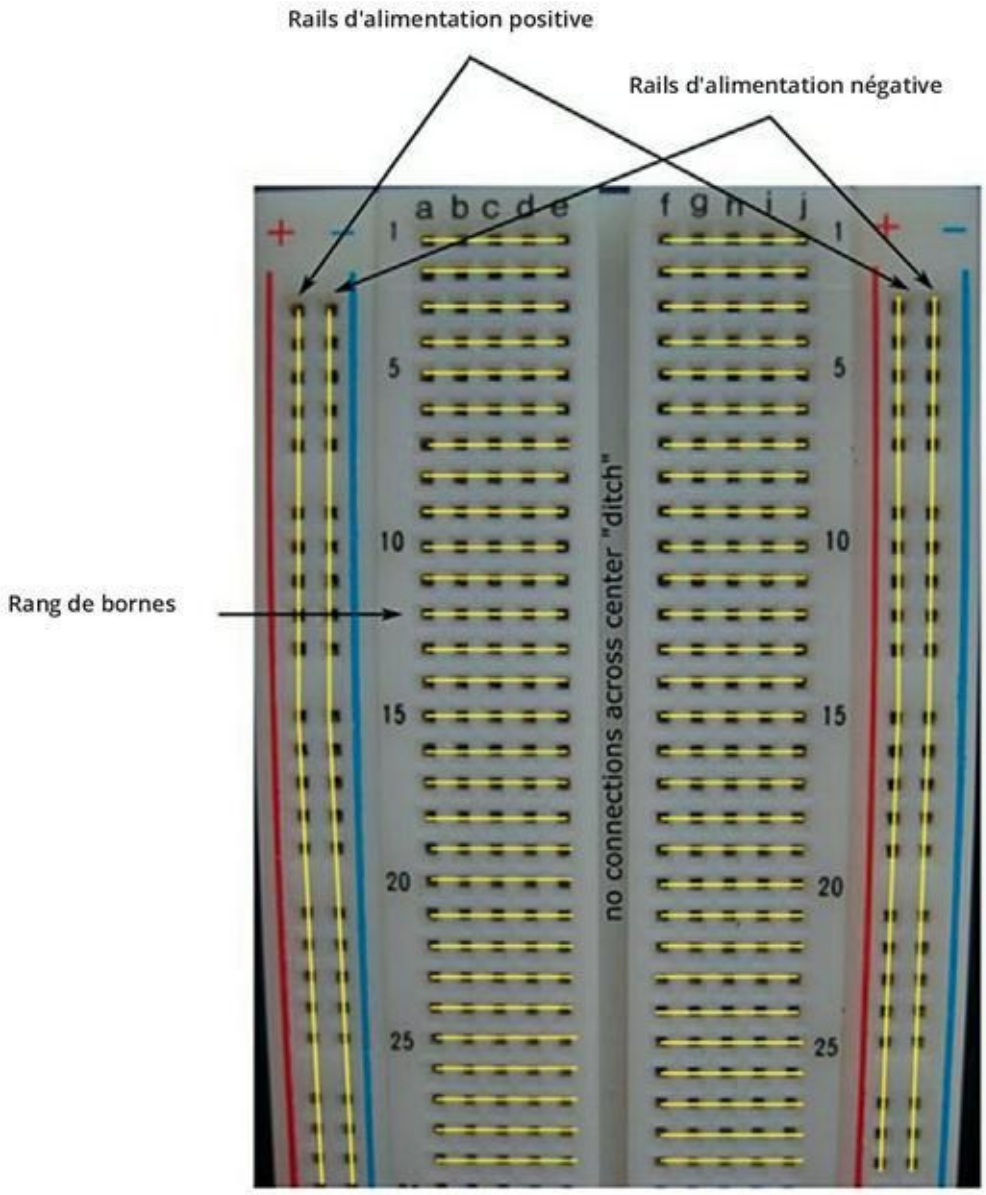

FIGURE 15-2 Une plaque d'essais sans soudure est constituée de rangées de trous de contact reliés électriquement par petits groupes sous sa surface.
La photo de la Figure 15-2 représente un modèle simple de plaque sans soudure, sur laquelle des lignes jaunes ont été ajoutées pour vous permettre de visualiser les connexions entre les trous de contact. La plupart des plaques d'essais présentent trois caractéristiques notables :
- **Des rangs de bornes :** Dans les deux parties centrales de la plaque, les trous sont reliés horizontalement par blocs de cinq, appelés borniers ou *rangs de bornes*, comme l'indiquent les lignes jaunes sur la Figure 15-2. Dans la rangée n° 1, par exemple, les trous des colonnes a, b, c, d et e, sont reliés ensemble, de même que les trous des colonnes f, g, h, i et j. Il n'y a pas de connexions verticales dans ces deux parties centrales. Ainsi, par exemple, le trou 1a n'est pas relié électriquement au trou 2a.
- **Un espace central :** Aucune connexion ne traverse l'espace qui est au centre pour relier les rangées E et F. De nombreux circuits intégrés (CI) sont au format DIP (*dual inline package*). Lorsqu'un boîtier DIP est enfiché à cheval sur cet espace, ses broches sont instantanément reliées à deux séries de connexions indépendantes.
En observant simplement la plaque d'essais, il n'est pas possible de savoir combien de trous sont reliés entre eux dans chaque rail d'alimentation. Sur certains modèles comme celui de la Figure 15-2, tous les contacts de chaque rail d'alimentation sont reliés électriquement, mais sur d'autres modèles, la connexion s'arrête à mi-chemin de chaque colonne. Si c'est le cas, vous pouvez brancher un fil entre des contacts voisins pour relier, dans chaque colonne, les deux séries séparées de connexions.